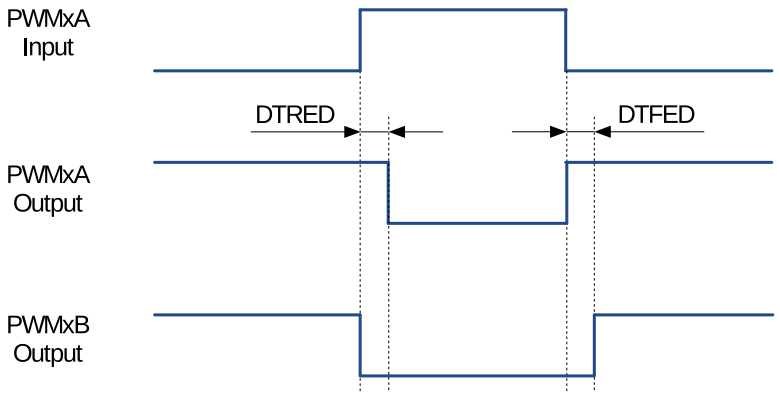

**图 36.3-27. 低电平有效 (AL) 死区波形**
| 5 | 低电平有效 (AL)，参见图 36.3-27 | 0 | 0 | 1 | 1 |